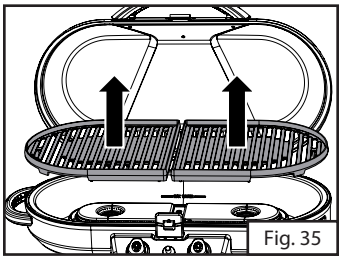
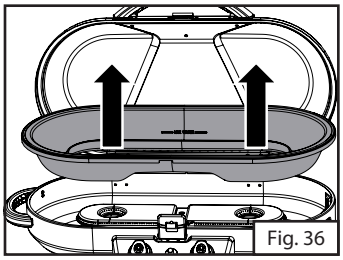

Fig. 35
Fig. 36
2. Retirer les plaques de cuisson et les surfaces de cuisson et les mettre de côté. (Fig. 35 et Fig. 36)